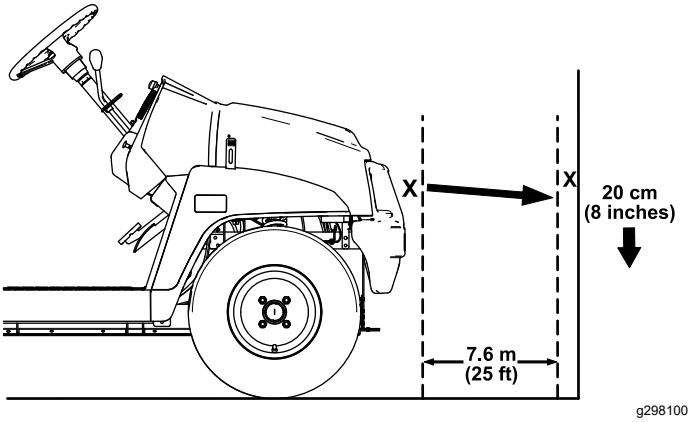

Figur 41
1. Parker maskinen på en plan overflade med forlygterne ca. 7,6 m fra en væg (Figur 41).
Den stærkeste del af forlygtens lysstråle skal være 20 cm under det mærke, der er sat på væggen (Figur 41).